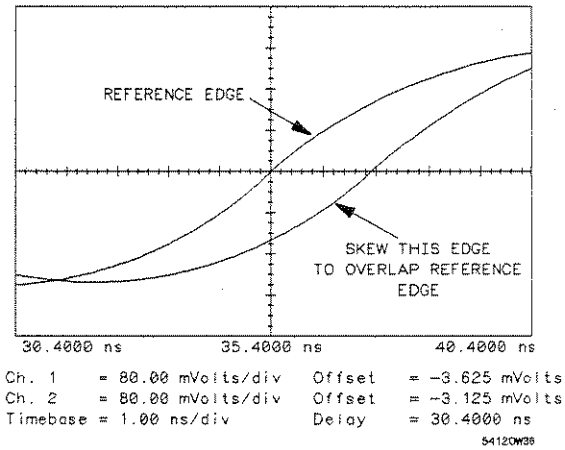

Figure 18-3. Reference Edge and Channel with Time Differential
11. Press the CHANNEL SKEW key and select a channel with the associated edge skewed to the right of the reference edge. See figure 18-3.	This selects the channel that is skewed when the entry devices are adjusted.
Figure 18-3 shows the reference edge and a signal on another channel before the channel is skewed to eliminate the time differential.